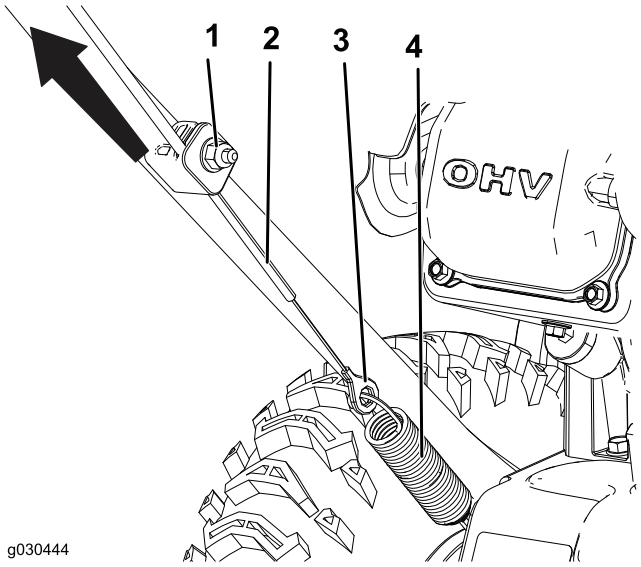

Figur 25
1. Løsne mutteren på den nedre kabelklemmen, men ikke fjern den (Figur 25).
2. Trekk opp kabelen for å fjerne litt slakk (Figur 25).
3. Hold kabelen på plass, og stram til mutteren (Figur 25).